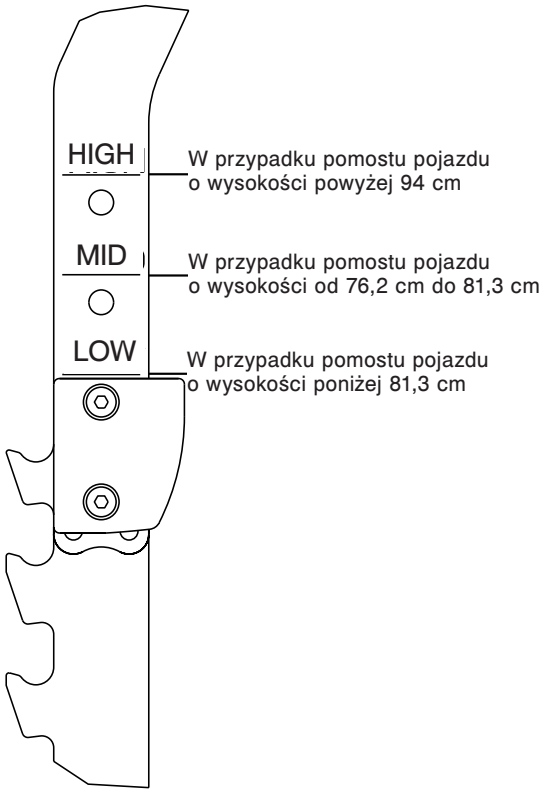

rys. 12
3. Wybrać ustawienie w pozycji HIGH (Wysoka), MID (Średnia) lub LOW (Niska) w zależności od wymogów wysokości załadunku noszy (patrz rys. 12). Na przykład: